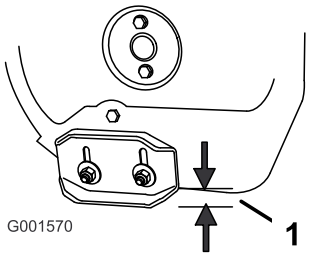

Figur 36
2. Løsn de møtrikker, der fastgør begge glidere til sneglens sider, indtil gliderne let kan glide op og ned (Figur 36).